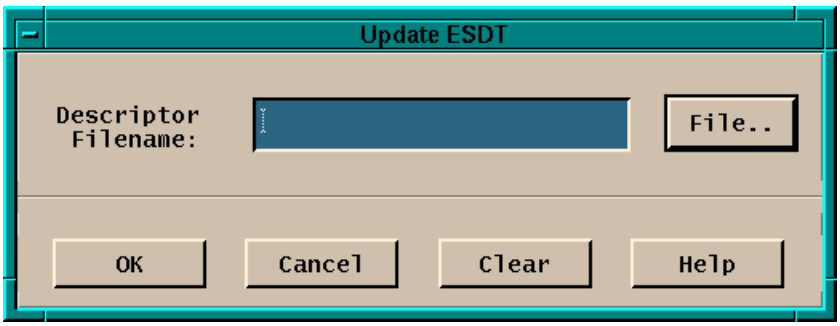

Figure 64. Science Data Server - Update Data Type Dialog
- **Update opens the Update ESDT Dialog (see Figure 64) which is used to update a ESDT to the installed list of data types based upon input information. The SDSRV GUI provides the capability to update multiple ESDTs at one time. The Science Data Server needs to be running in Maintenance mode to accept this operation. Click on the File… button to display a list of descriptor filenames to choose from instead of typing them in. Multiple descriptor files can be selected. Click the OK button to update the data type. If no error messages appear, then the operation has been successfully completed. Click the Cancel button to close the dialog without performing an operation. Click the Clear button to start all over again the process of filling in new information. Click the Help button to display on-line help information.**